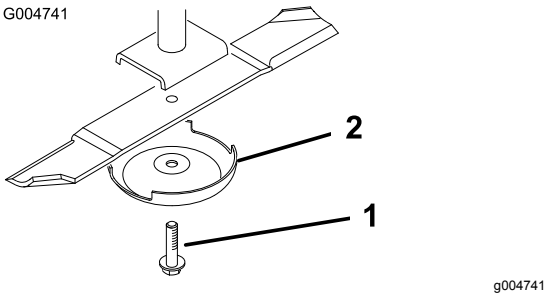

Figuur 24
3. Verwijder de mesbout, de antiscalpeercup en het mes van de as (Figuur 24).